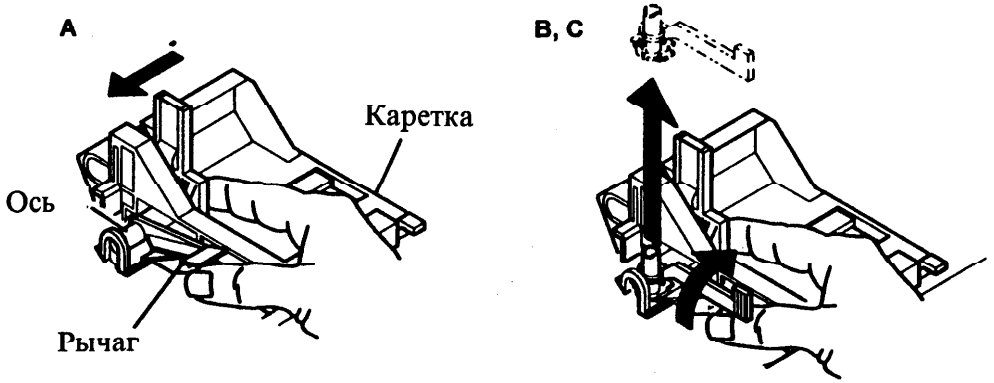

Рисунок 1 Снятие штифта кулачка
3. Снимите штифт кулачка (рис. 1, A-C).